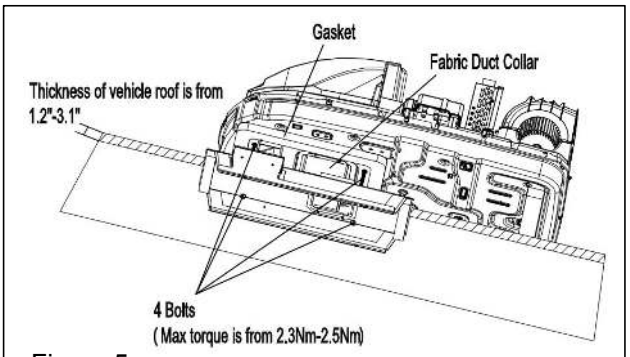
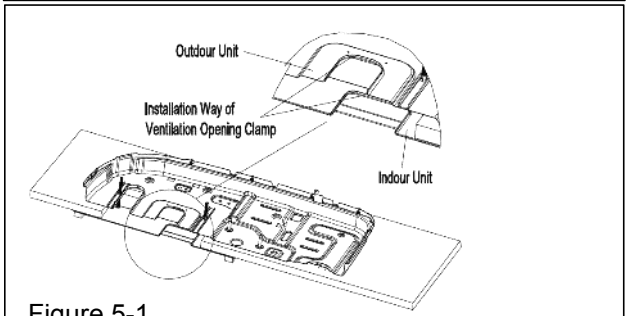
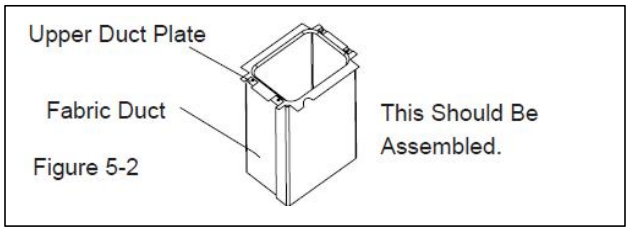
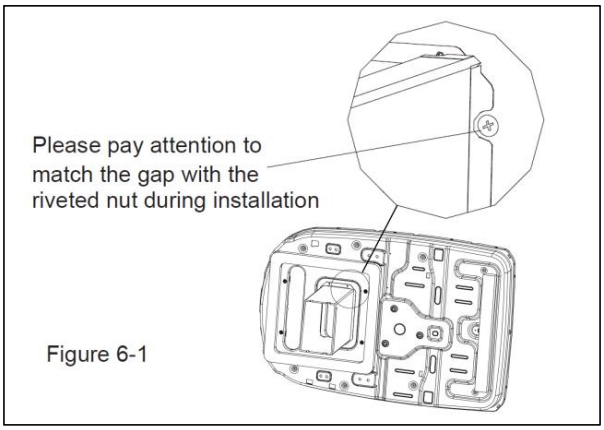

Figure 5
Figure 5-1
Figure 5-2
Figure 6-1
3. Before the ceiling assembly can be mounted to the roof top air conditioner, the fabric duct collar must be fastened to the basepan of the roof top air conditioner with 4 screws by upper duct plate (see Figure 5-2、Figure 6-1、Figure 5、Figure 5-1).
5. Secure the ceiling assembly frame to the roof top air conditioner with the mounting bolts (see Figure 5).You must start (thread) the mounting bolts by hand to avoid cross-threading. DO NOT START THE MOUNTING BOLTS WITH AN AIR GUN.The mounting bolts should be tightened, process is completed when the basepan gasket has been evenly compressed.